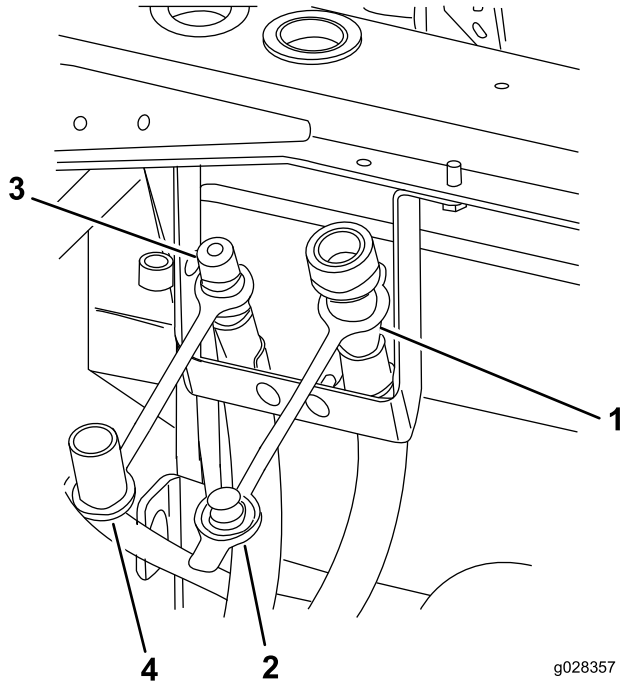

Figur 10
5. Monter trykslangen på skotbeslaget i venstre position vha. en "R"-klemme, en bræddebolt (1/4 tomme) og en møtrik (1/4 tomme) (Figur 10)
7. Monter returslangen på skotbeslaget i højre position vha. en "R"-klemme, en bræddebolt (1/4 tomme) og en møtrik (1/4 tomme) (Figur 10)